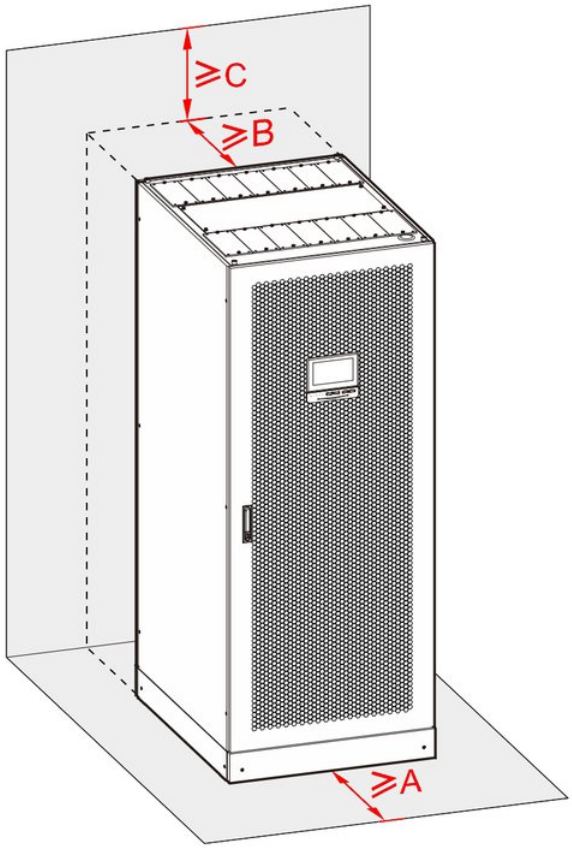

FIGURA 3-4 Spazi d'installazione
- Con più UPS installati in parallelo, lo spazio intorno all'insieme deve rispettare gli spazi d'installazione della Figura 3-4.